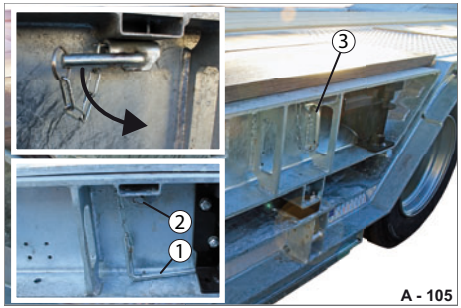

Abb. 114 Kleine Radmulden, gesichert
▶ Stecken Sie den Sicherungsstift (Abb. 114/1) horizontal in die Bohrung (Abb. 114/2) ein.